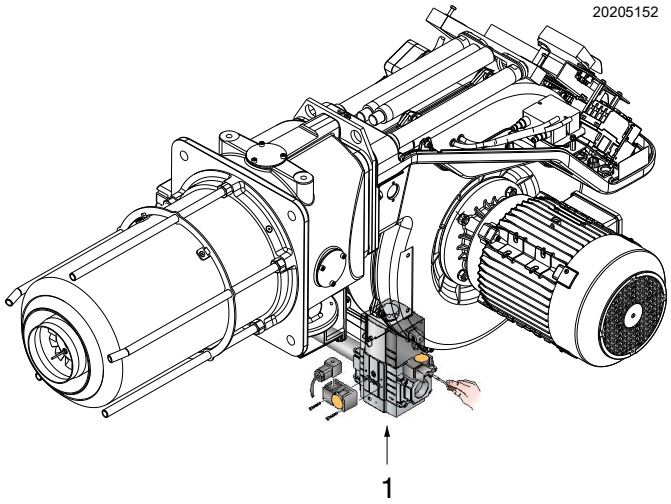

Fig. 32
- ➤ Controllare la pressione di alimentazione del gas collegando un manometro sulla presa di pressione 1)(Fig. 32) del pressostato gas di minima: deve essere inferiore alla pressione massima consentita della rampa gas, riportata nella targhetta delle caratteristiche.
- ➤ Sfiatare l'aria dalla tubazione della rampa gas, collegando un tubo in plastica sulla presa di pressione 1)(Fig. 32) del pressostato gas di minima.
A titolo orientativo può essere ricavata dalle Fig. 26, Fig. 27, Fig. 28 e Fig. 29 a pag. 29, basta leggere la pressione del gas sul manometro a U (illustrato in Fig. 32 a pag. 32) e seguire le indicazioni.